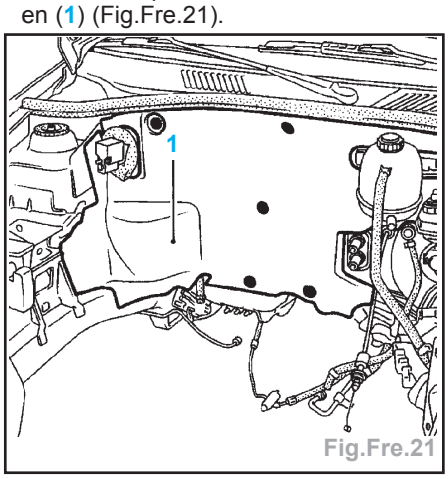

Fig.Fre.21
Nota : découper l'insonorisant en feutre en (1) (Fig.Fre.21).